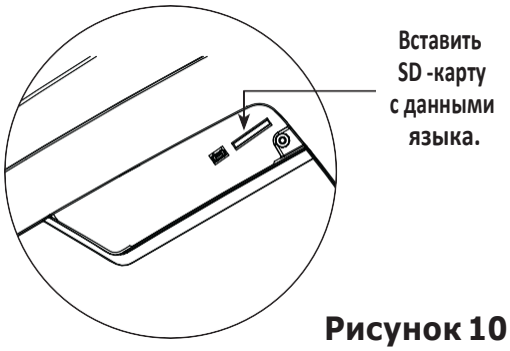

Рисунок 10
3. В разъем на боковой панели установки вставить SD-карту с данными языка. См. рисунок 10.